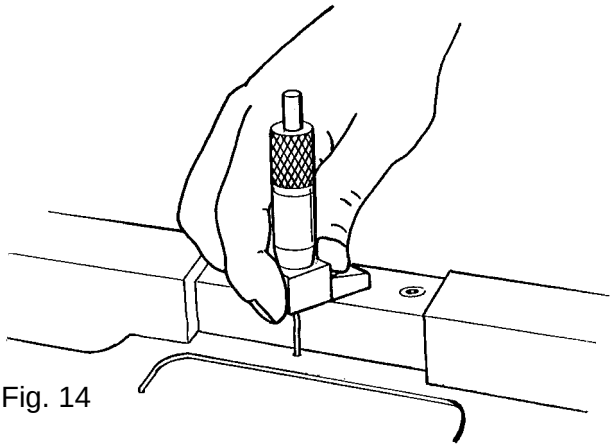

Fig. 14
j) Measure the distance from the inner guide down to the pressure plate and record it. See fig 14. The difference between the measured distance and the nominal distance $24\ ^{+0.1}_{-0.05}$ mm will be equal to the thickness of shim TP No. 272998, that is put under the plate.